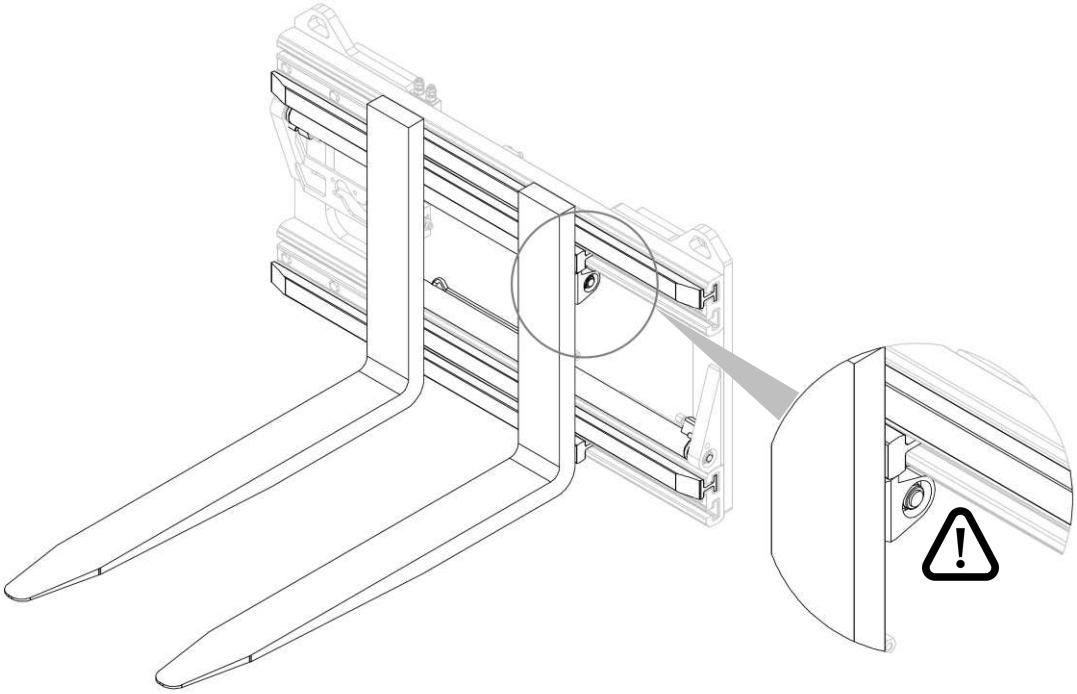

Figura 14
3. Verificar el correcto bloqueo de las horquillas (mira *Figura 14*).